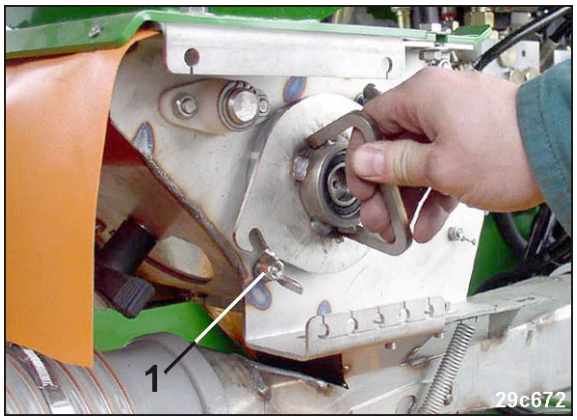

Fig. 139
3. Løsn to vingemøtrikker (Fig. 139/1). De må ikke skrues af.